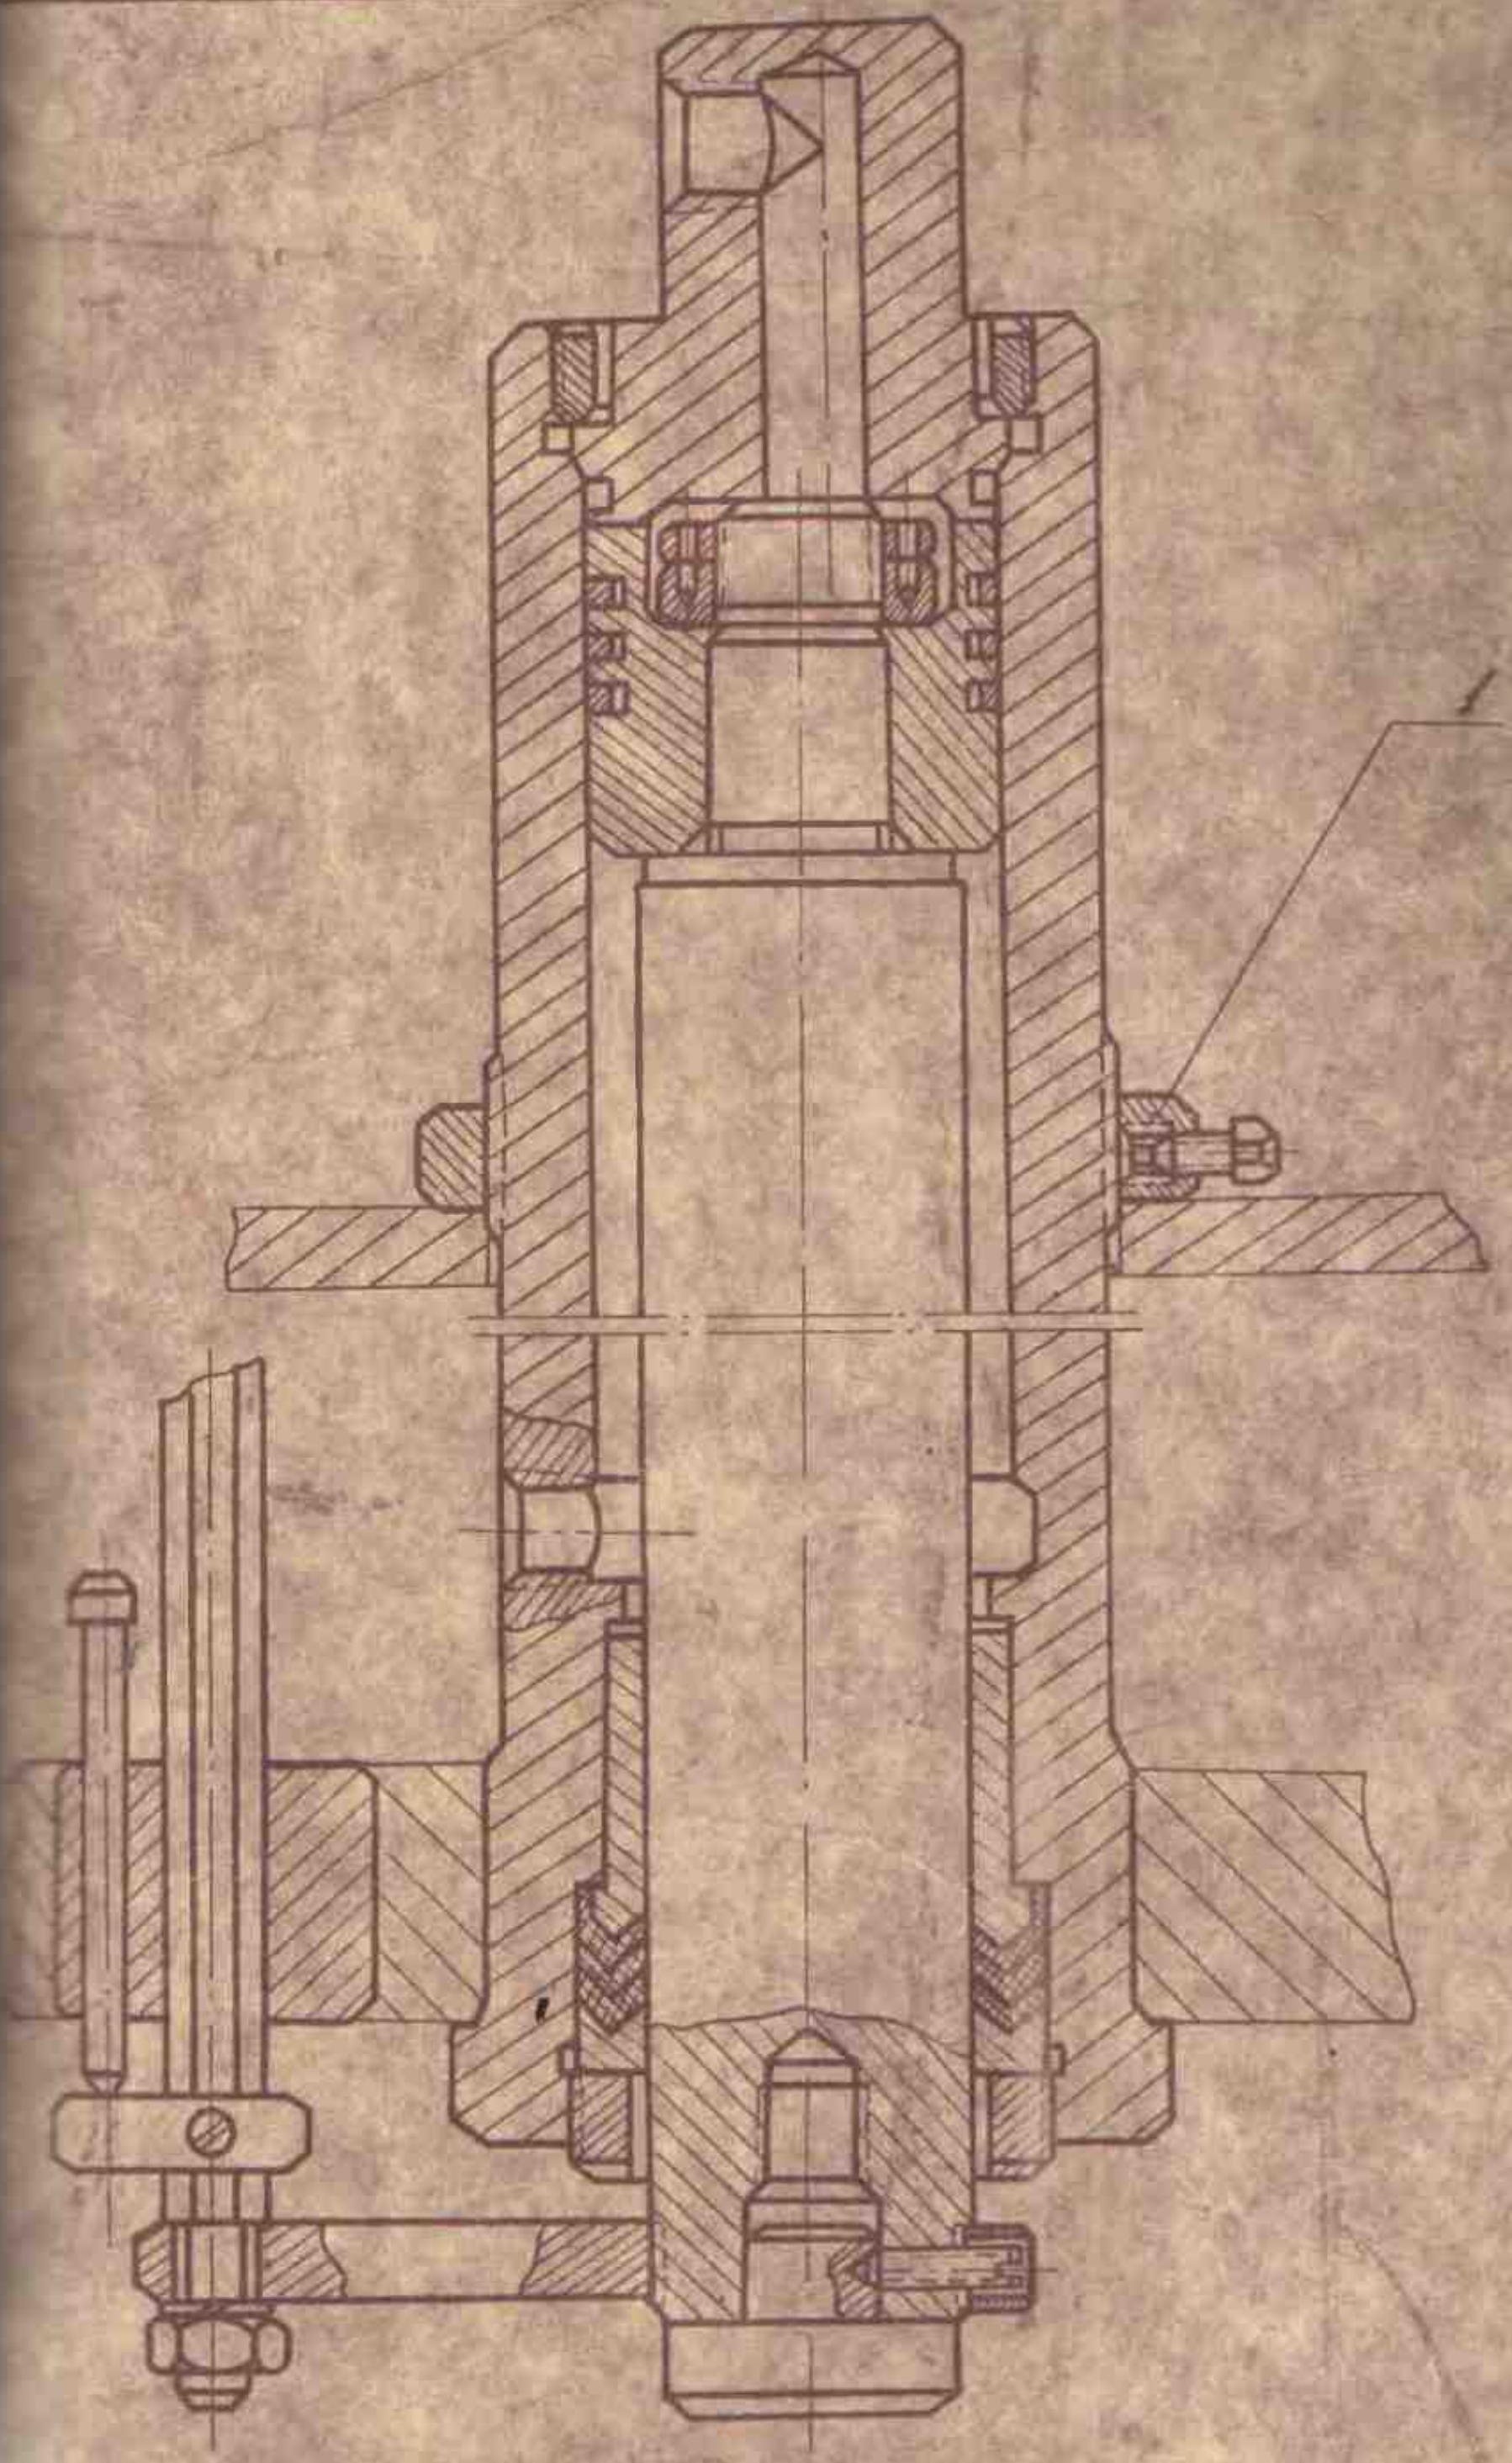

Рис. 4
ЦИЛИНДР (Рис. 4)
При разборе(сборке) цилиндра, для заправки поршневых колец необходимо пользоваться втулкой (см.рис.4а). Окончательную затяжку гайки(1) производить при полном усилии пресса (шток давится на подставку). Отвинчивать гайку следует при том же условии.
Рис. 4а